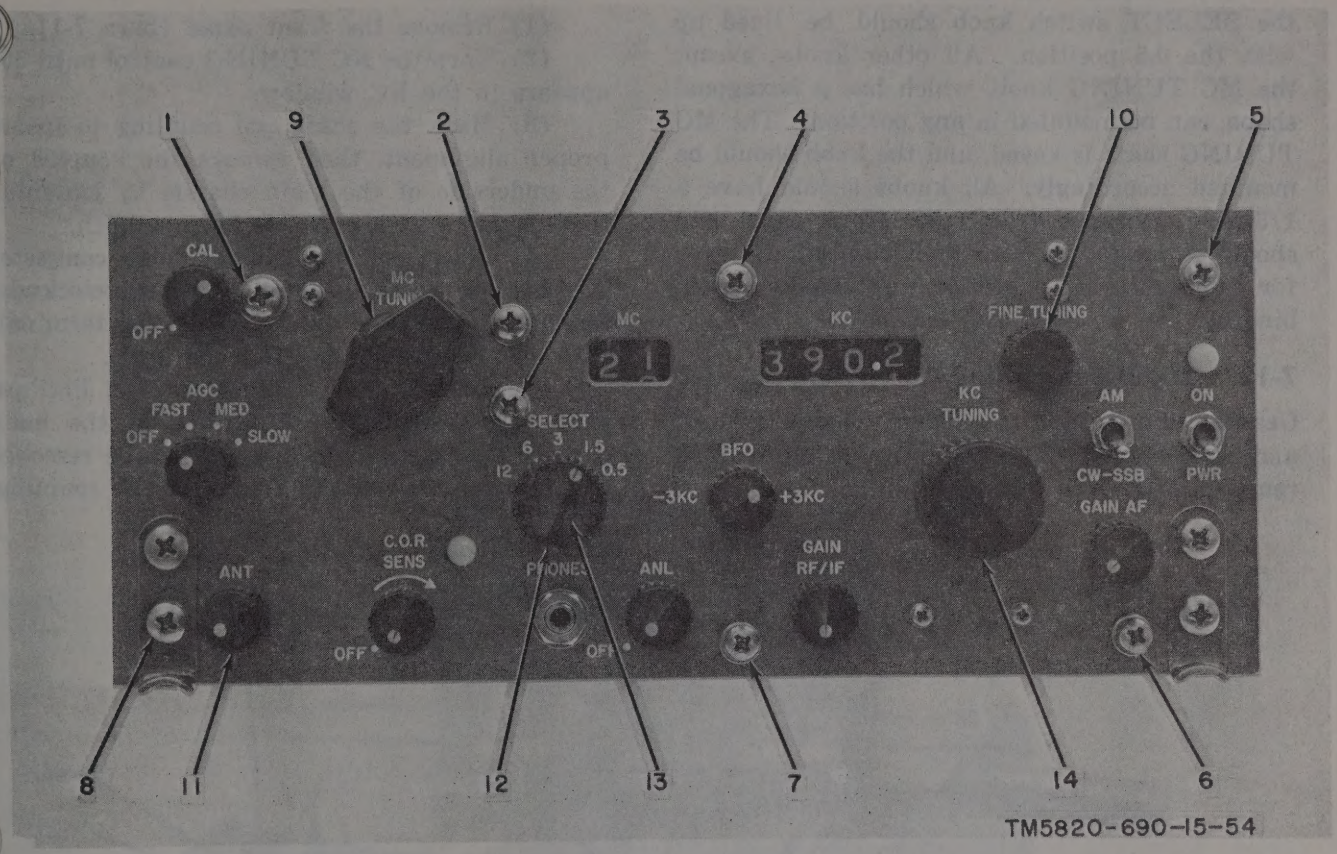

Figure 7-22. Receiver, Radio R-1421A/URR, front panel.
a. Removal (fig. 7-22).
(1) Turn SELECT switch completely clockwise.
(2) Remove the MC TUNING, ANT, FINE TUNING (R-1421A/URR or CAL ADJ (R-1421B/URR) KC TUNING, and SELECT knobs.
(3) Remove all screws shown in figure 7-22.
(4) Remove the 3/8-inch nut which mounts the SELECT switch to the front panel.
(5) The panel may now be removed (remove it physically but do not disconnect the wires) by a slight vertical rocking motion. It may be rested on its remaining knobs.
(1) Grasp the front panel by each vertical edge, and slide it forward on the MC TUNING, ANT, FINE TUNING (R-1421A/URR) or CAL ADJ (R-1421B/URR) KC TUNING, and SELECT switch shafts with a slight vertical rocking motion.
(2) Replace the 3/8-inch SELECT switch nut. Replace all other screws with 1/2-inch 6-32 Phillips-head screws and one 8-32 panhead screw as shown in figure 7-22.